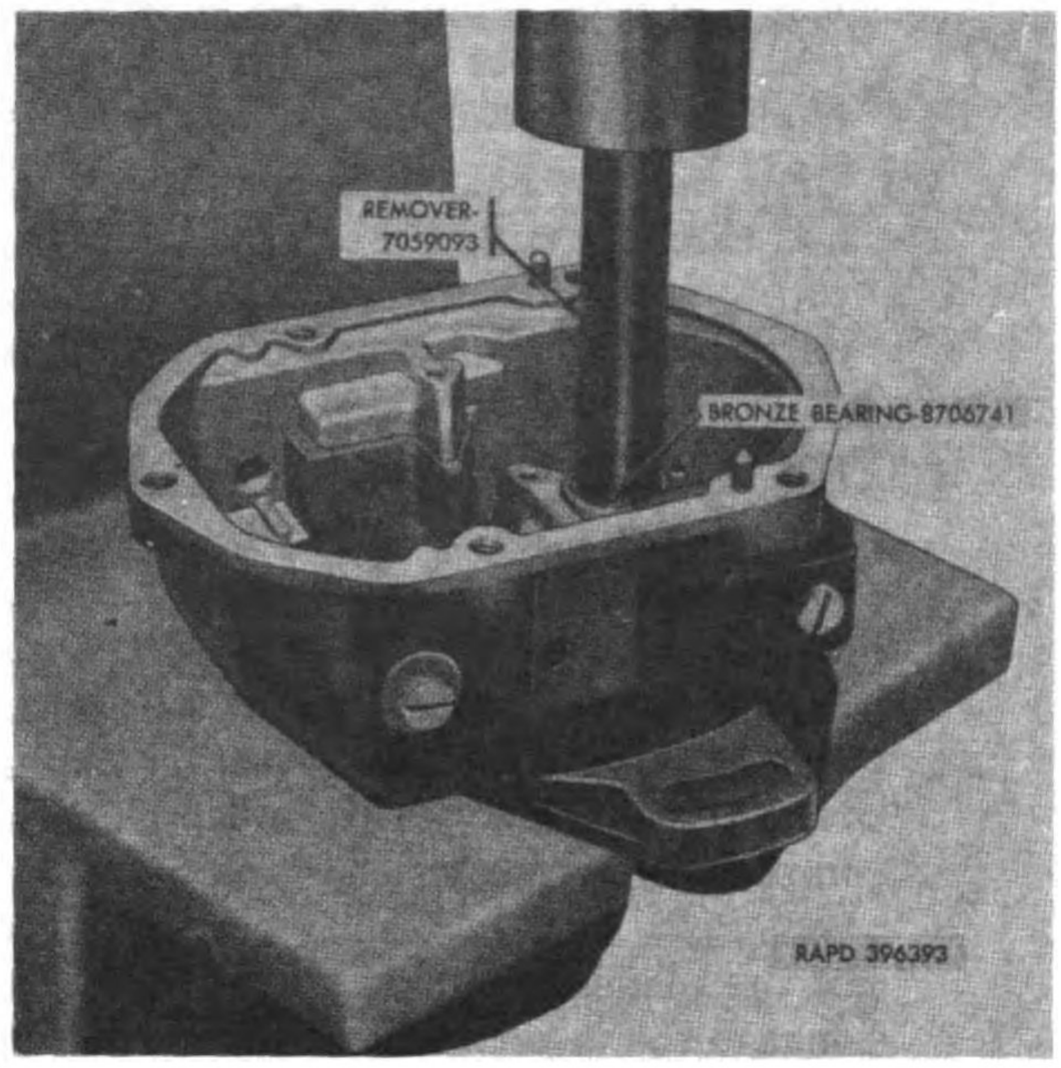

Figure 14. Pressing bushing-type bearing from housing.
If inspection (par. 29) reveals the bushing-type bearing (QQ, figs. 7 and 8) should be replaced, support the housing (G, figs. 7 and 8) in an arbor press and press the bearing from the housing using remover and replacer 7059093 (fig. 14).
(1) Support the housing in an arbor press and press out the bushing with remover and replacer 7059093 (fig. 14).
(2) Press new bearing (QQ, figs. 7 and 8) into the housing (G, figs. 7 and 8), making sure the bearing is started squarely into the housing before pressing it into place. Use remover and replacer 7059093 (fig. 14) to press the bearing into the housing.